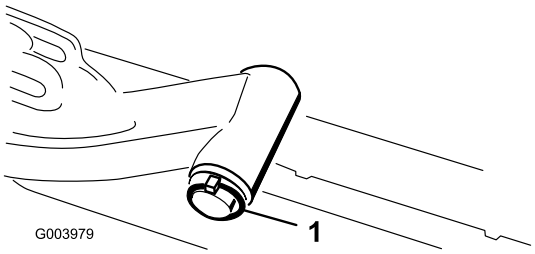

Figur 11
A. Fjern den ringstift og spændeskive, der fastgør løftearmens drejeaksel til løftearmen, og skub løftearmens drejegaffel ud af løftearmen (Figur 11).
C. Sæt løftearmens aksel ind i løftearmen, og fastgør den med spændeskiven og ringstiften (Figur 11).